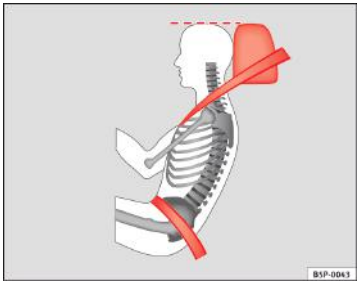

Fig. 13 Pozițiile corecte ale centurii de siguranță și ale tetierei, văzute din lateral
- **Porțiunea pentru bazin a centurii de siguranță trebuie să treacă peste pelvis, niciodată peste abdomen. Centura de siguranță trebuie să fie trecută peste bazin și să stea întinsă ⇒fig. 13. Dacă centura este prea lejeră, trageți de chingă pentru a o strânge.**